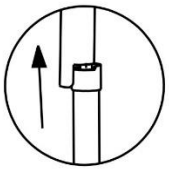
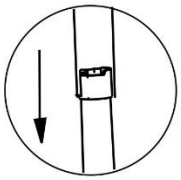

Figure a-1
Figure a-2
3) When you want to put the treadmill to the work position, please lift the end of main fame (end cap) a little to make the foldaway support tube higher than the cylinder cover (see figure a-1), tip the foldaway support tube with your foot slightly (see figure a-2), press the end of main fame (end cap) forcibly, remove your foot and keep on pressing the end of main fame for a while. The cylinder will shrink under the weight of itself (see figure b) and the main fame goes flat.